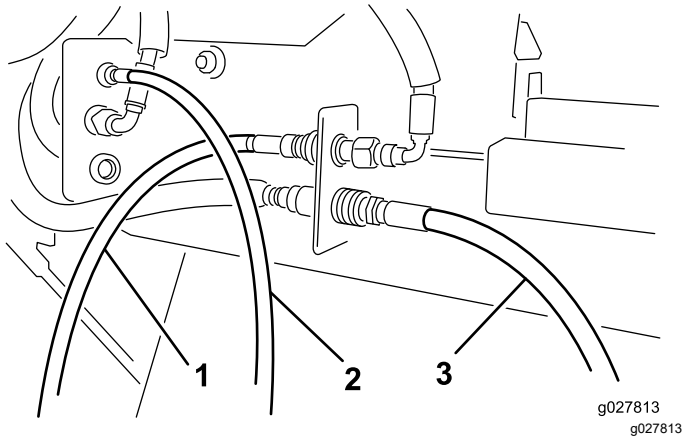

Bild 5
5. Verbinden Sie die Schnelltrennkupplungen der Hydraulikmotorschläuche mit den Versa Vac-Kupplungen, wie in Bild 5 dargestellt.